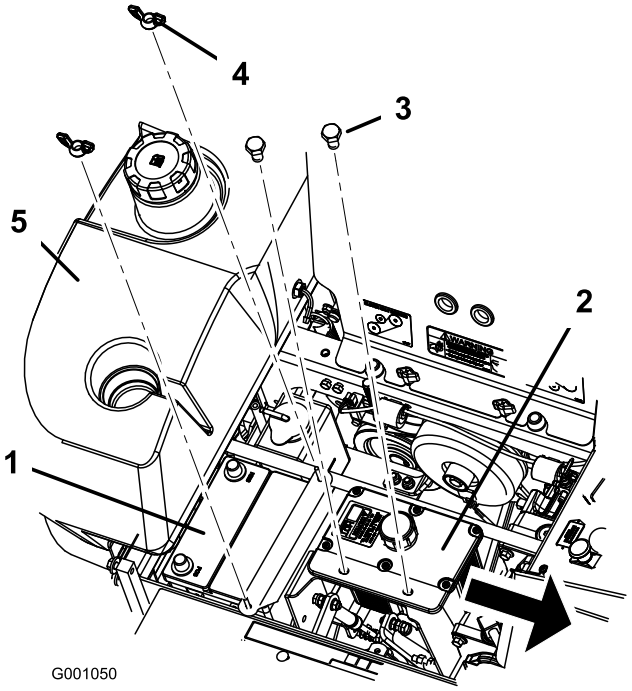

**Figuur 57**
6. Maak beide vleugelmoeren los (1/4 inch) waarmee de accuklembeugel is bevestigd (Figuur 57.
7. Draai de bouten los waarmee de hydraulische tank is vastgezet (Figuur 57).
1. Plaats de accu in een bak met de accupolen van de hydraulische tank weg (Figuur 57).
6. Zet de accu vast met J-bouten, een bevestigingsband, 2 ringen (1/4 inch) en 2 vleugelmoeren (1/4 inch) (Figuur 57).